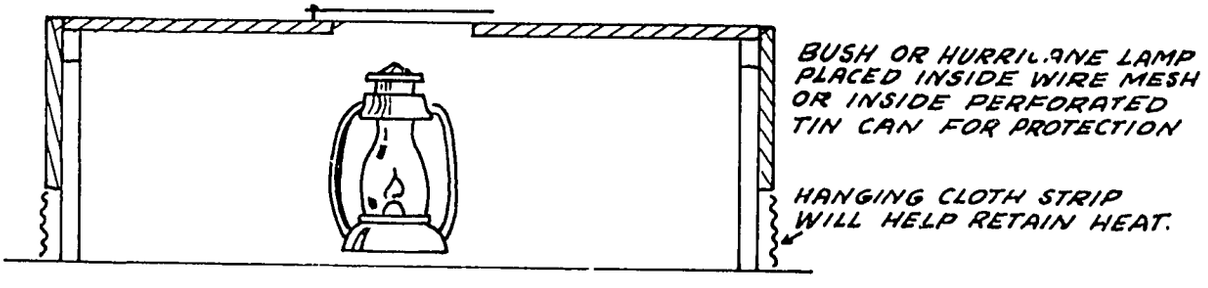

FIGURE 5
4. A bush or hurricane lamp is placed inside wire mesh or a perforated tin can to protect the chicks and to help radiate the heat (see Figure 5).